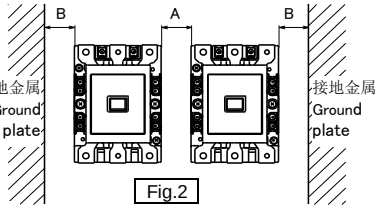

Fig.2
4. 安装空间 (Fig.2,3)
4. Mounting space (Fig.2, 3)